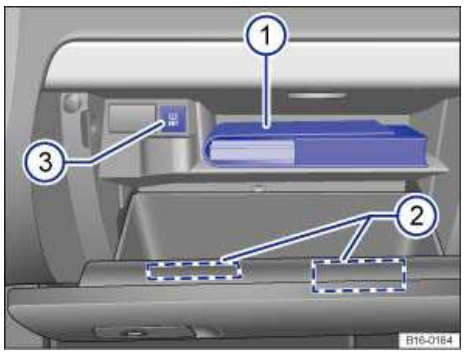

Fig. 96 Inside the glove compartment.
Key to ⇒ fig. 96:
The Owner's Manual is in this glove compartment slot ⇒ fig. 96 (1).